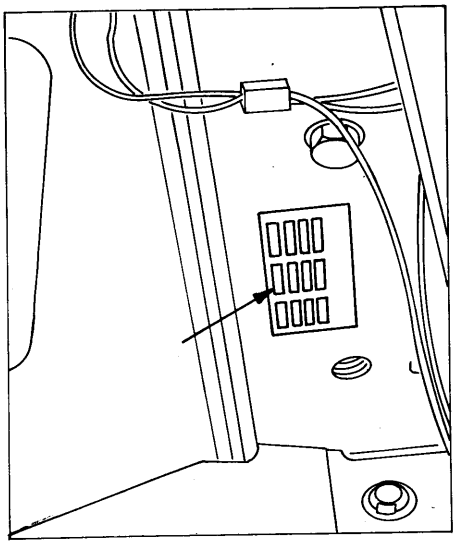

Fig.1.6. Cab Serial Number Plate
3. The cab serial number plate is located inside the cab in the right front corner near the floor board (Fig. 1.6).